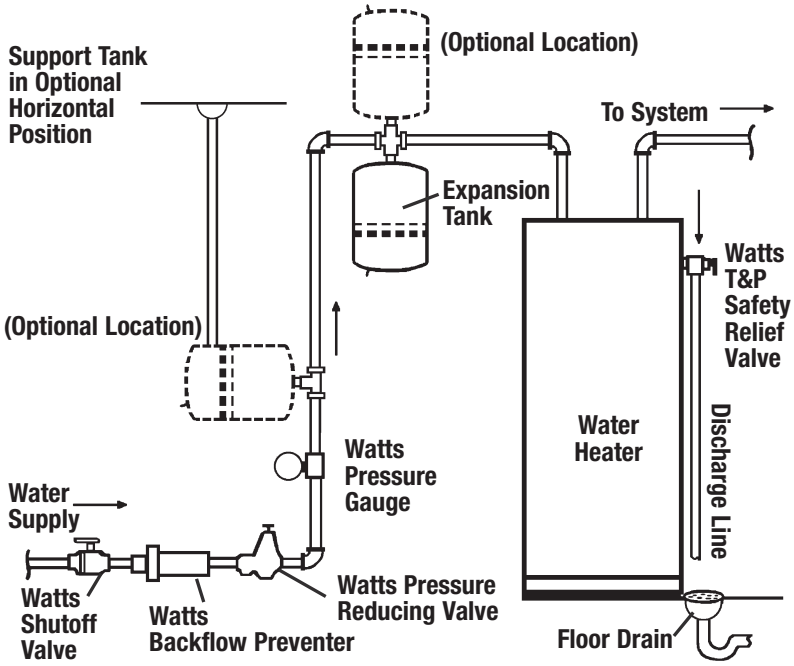

Figure 1
- **c.** Read the system pressure at the pressure gauge (Figure 1).